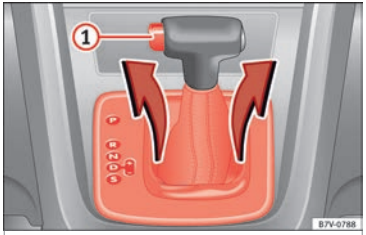

Fig. 203 Remove the lining from the area of the gear indication
- Pull the cover up around the dust guard on the gear selector lever ››› **Fig. 203**.
- Press the lock button ››› **Fig. 203** (1) on the gear selector lever knob and place the gear selector lever in the **N** position.